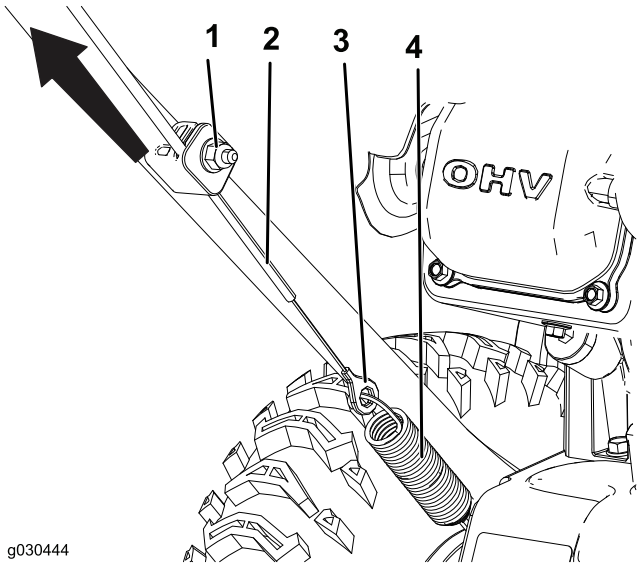

**Figur 25**
1. Løsn møtrikken på den nederste kabelklemme, men fjern den ikke (Figur 25).
2. Træk kablet op for at fjerne slæk (Figur 25).
3. Hold kablet på plads, og stram møtrikken (Figur 25).